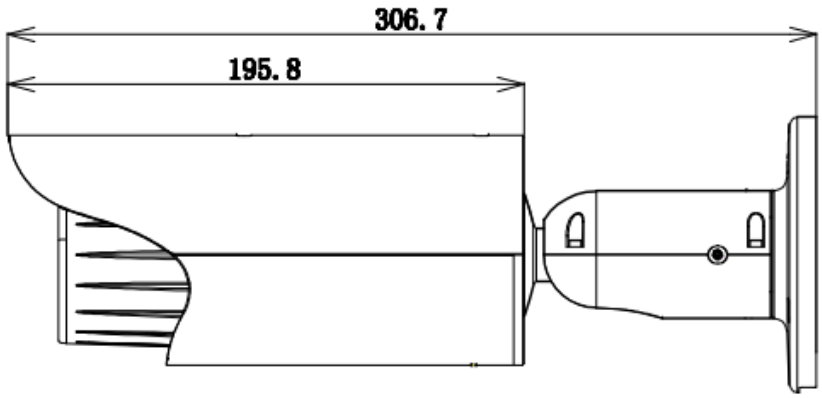
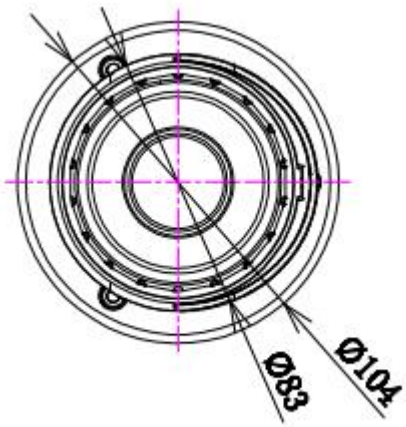

Figure 2-2 Dimension illustration 1
Figure 2-3 Dimension illustration 2
Please refer to the following figure for dimension information. The unit is mm. See Figure 2-2 and Figure 2-3.
Step 2. Insert Micro-SD card into SD card slot according to Figure 2-2.
Rotate lens counterclockwise, and take it down. You can see its front and rear adjusting rod. Front rod adjusts focus while rear rod adjusts zoom. After adjusting rod, rotate lens cover clockwise to fasten it. See Figure 2-3.